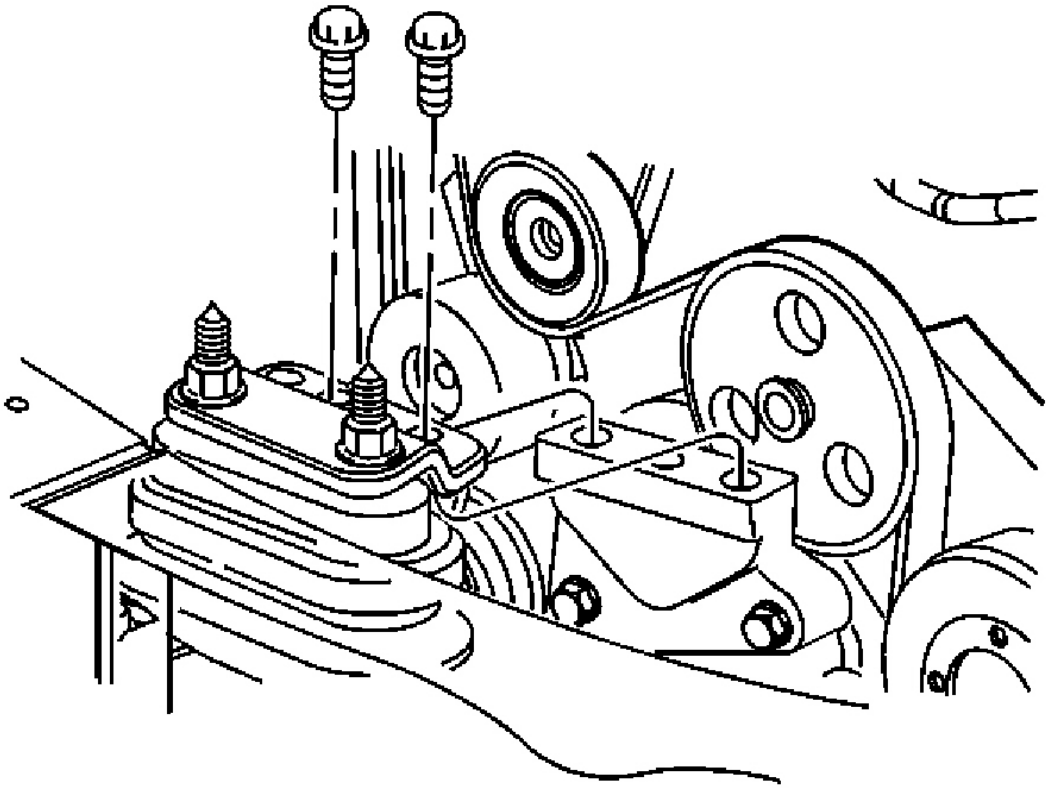

Fig. 24: Seperating Engine Mount Bracket
3. Remove the engine mount assembly from the engine mount bracket support. See **Fig. 24** . Remove the auxiliary bracket.